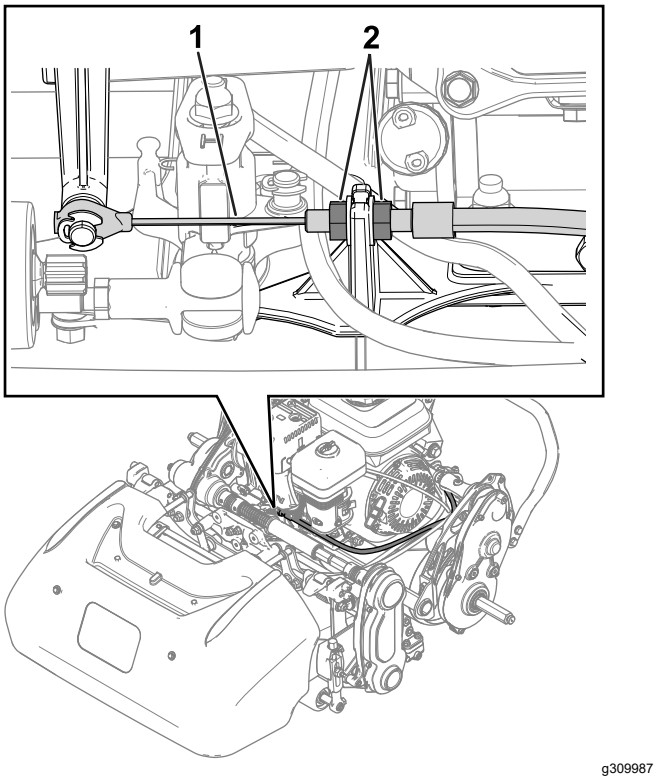
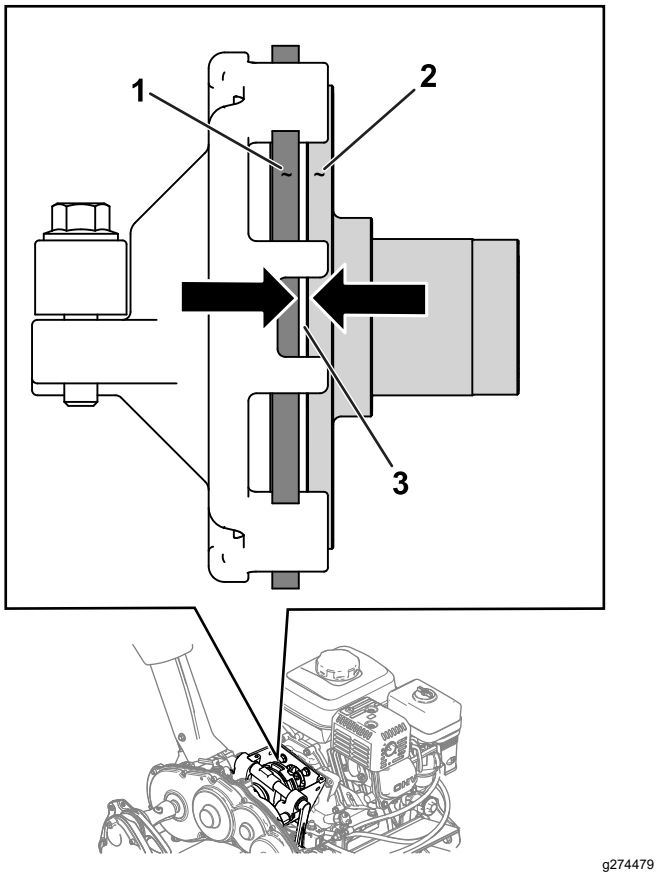

Figura 30
Figura 31
2. Allentate i controdadi e regolate il cavo della trazione in modo da ottenere una distanza di 1,1 mm tra il disco della frizione e la piastra di pressione (Figura 30 e Figura 31).